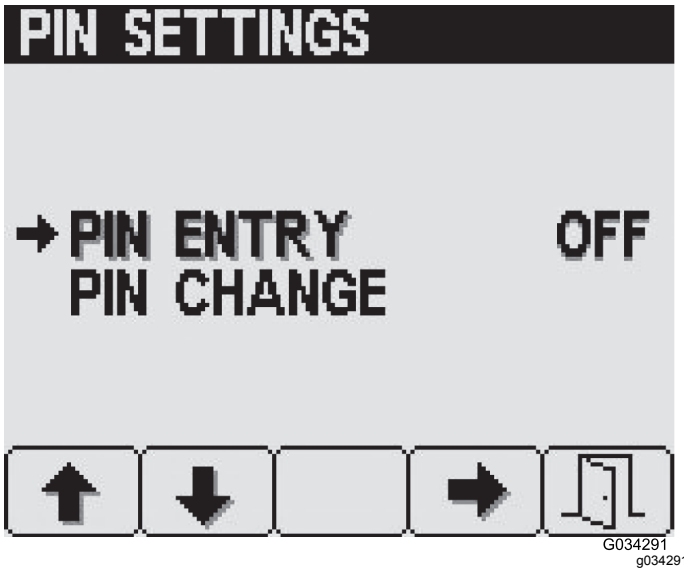

Figuur 33
3. Druk in het scherm pincode-instellingen op knop 4 om Pincode invoeren te selecteren en de optie Pincode AAN of UIT te zetten (Figuur 33).